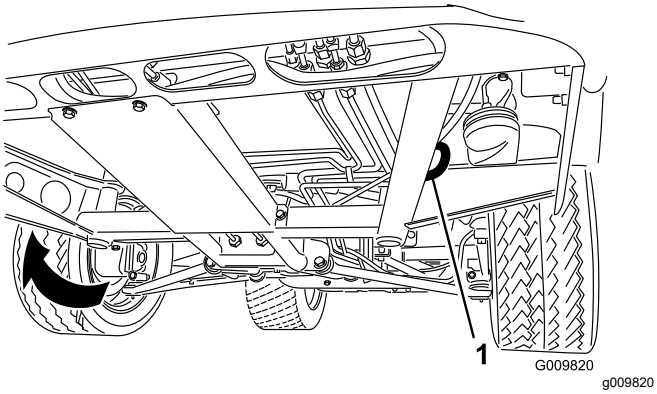
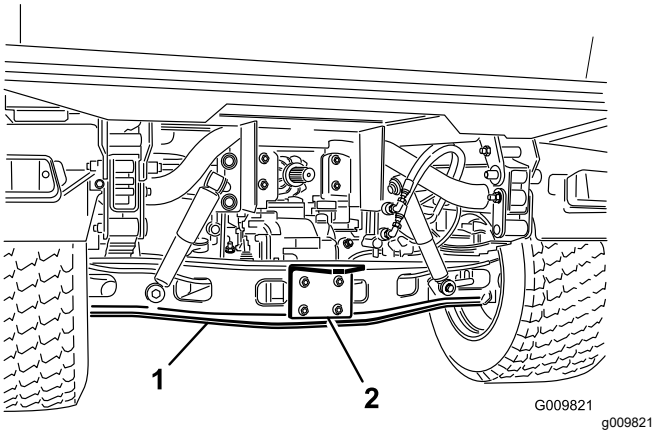

Figura 17
Figura 18
Consulte en Figura 17 y Figura 18 la ubicación de los puntos de amarre de la máquina.
1. Conecte un cable de remolque al punto de remolque, en la parte delantera del bastidor de la máquina (Figura 17).